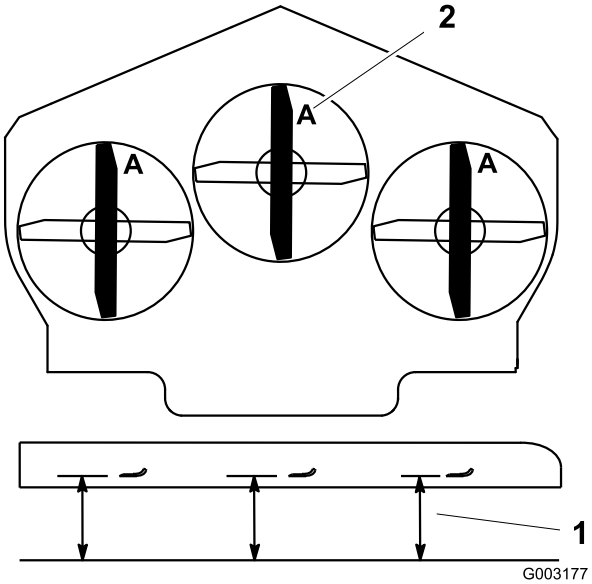

Figur 83
3. Drej knivene, indtil enderne vender fremad og bagud (Figur 83). Mål fra en plan overflade til skærekanten, position **A**, på knivene(Figur 83). Noter dette mål.